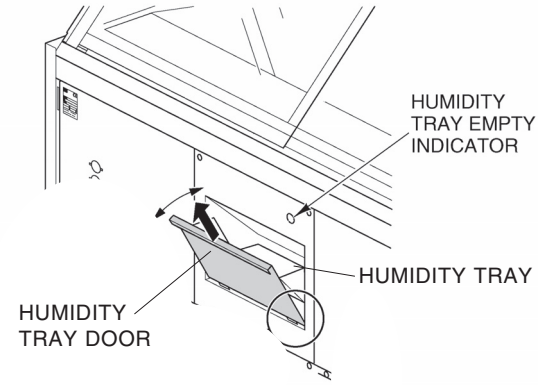

Fig. 14
2. The humidity tray door should remain closed during operation (Fig. 14).